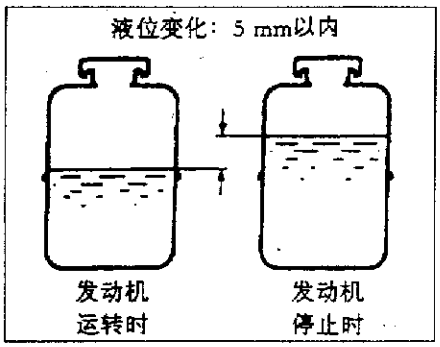

图 7-2-7
(3)检查储油器内的油是否产生泡沫或呈乳状，检查发动机停止时和运转时液位的差异，如图 7-2-7 所示。如果液位变化为 5mm 以上，则应排除空气。